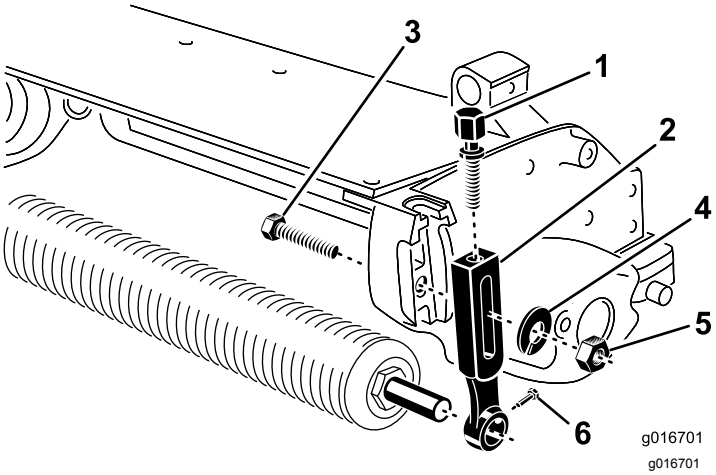

Figura 1
1. Togliete il bullone della lama, la rondella e il dado che fissano uno dei bracci dell'altezza di taglio (HOC) alla piastra dell'apparato di taglio (Figura 1).
2. Allentate le viti per il montaggio del rullo nei bracci dell'altezza di taglio (Figura 1).
3. Fate scorrere il braccio dell'altezza di taglio dall'albero del rullo (Figura 1).